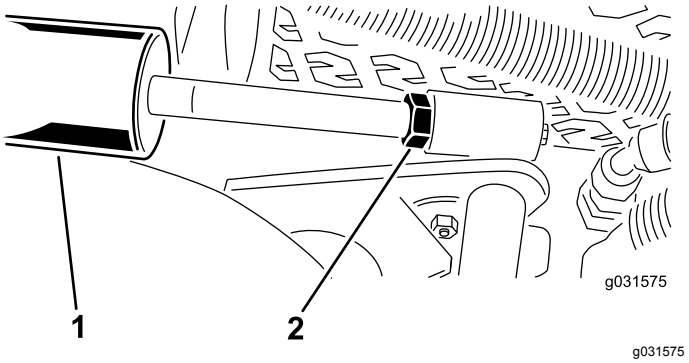

Figur 17
A. Sänk klippenheterna och flytta kontramuttern bakåt på cylindern (Figur 17).